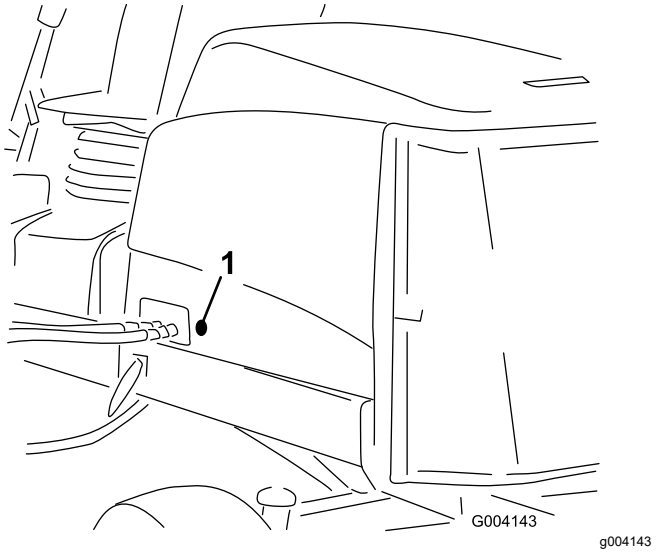

Rysunek 16
2. Zdejmij gumową przelotkę z otworu na lewej stronie maski (Rysunek 16).